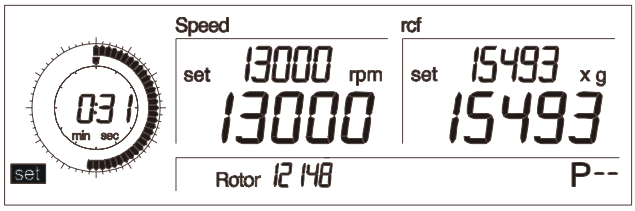

Fig. 5.10: Setting the time
- Turn the left rotary knob until “set” appears in the lower left area of the display (Fig. 5.10).